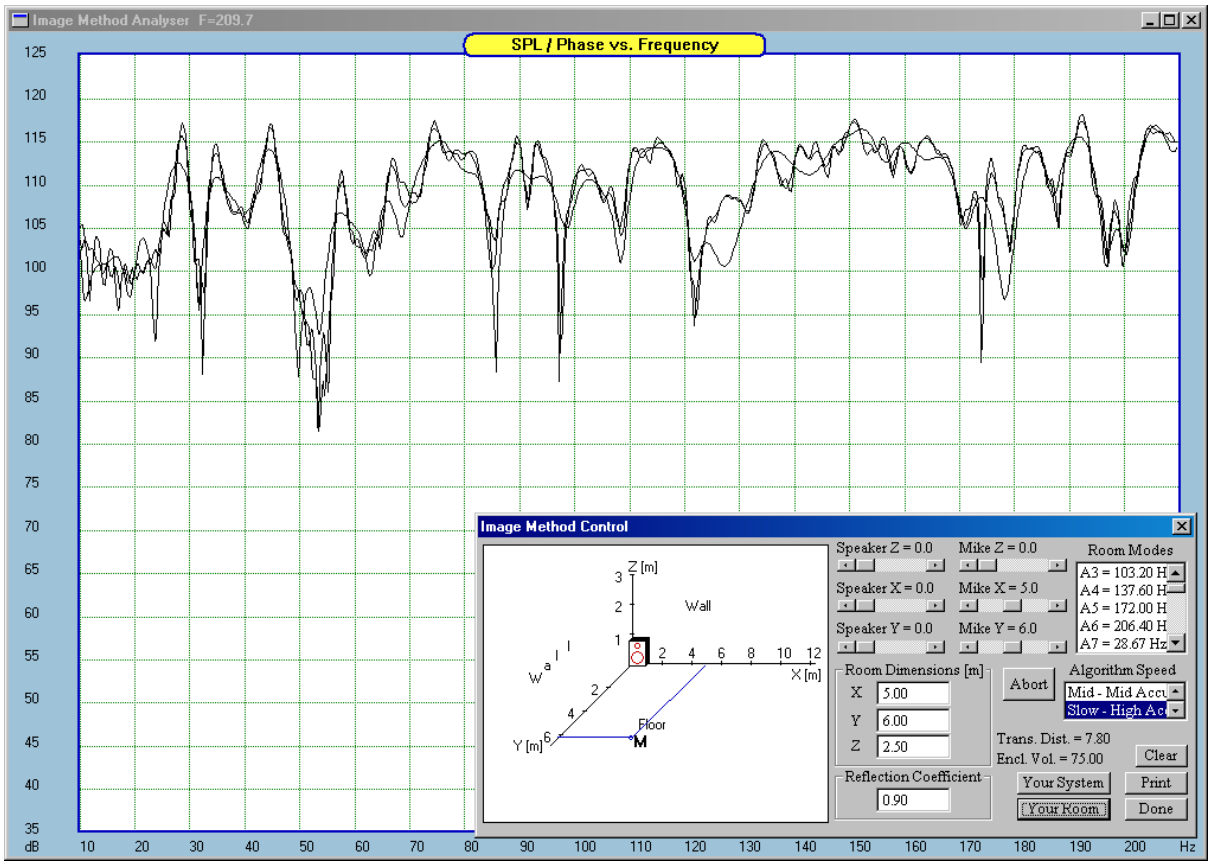
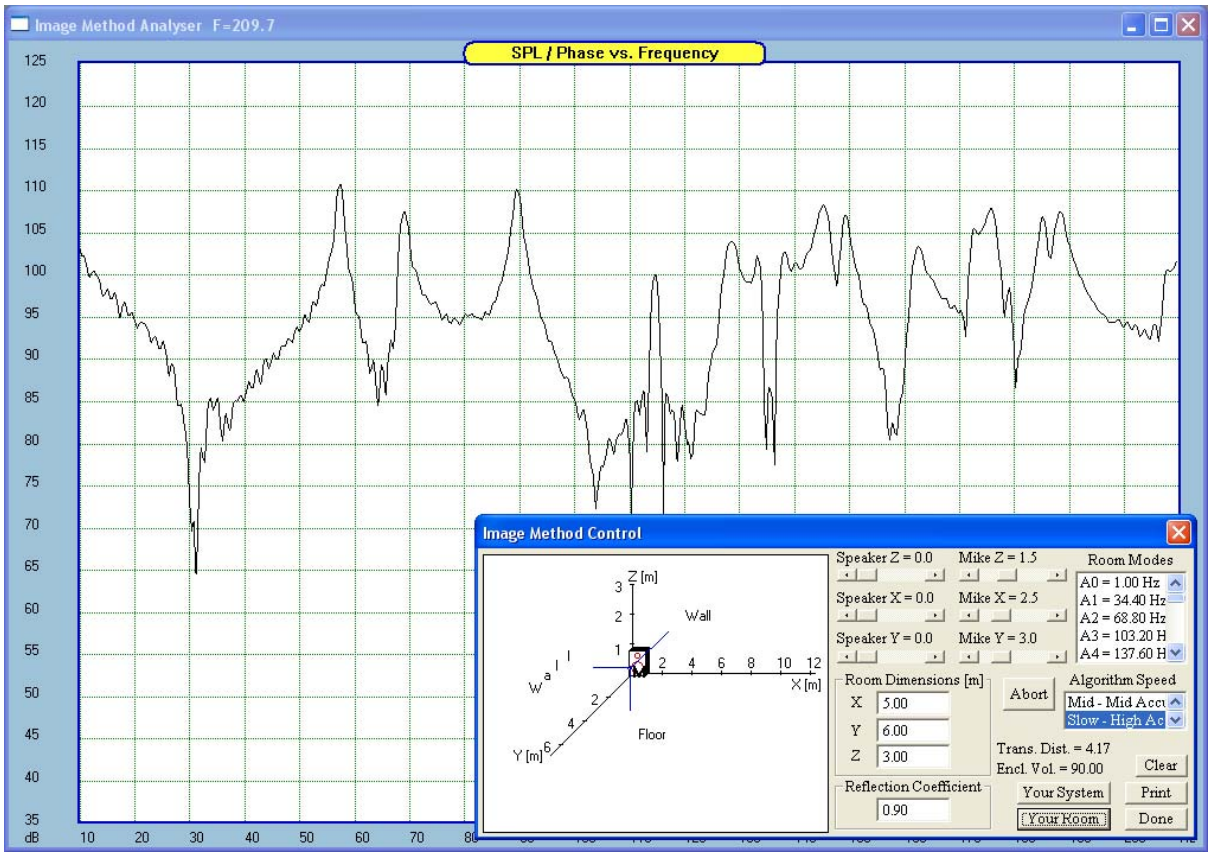

Fig 14.1 Image Method Screen
Fig 14.6 Central location of the microphone
The "**Room Image Method**" - enclosure positioning, function is incorporated under the **"Room/Car Acoustics**" menu and invoked from the main menu of this module (see Fig 14.1).
The first button - "Clear" is used to clear the plotting area. The next seven buttons provide plots for the indicated enclosure type. "Your Woofer" button recalls/generates plot for the woofer which has been created as the amplitude response (Transfer Function) with the "Editor" tool and "Your System" curve must have been created by the user as a summed response of the configured system. Box distance from the three boundaries (corner of the room) is selected using three scroll bars, one for each direction: X, Y and Z. Every time one of these bars is activated, the corresponding position of the enclosure is changed by a small increment. The minimum distance allowed is 5 cm, and the maximum distance allowed is displayed on the graph at the end of each X,Y,Z coordinate. The graphs are labeled automatically. You can display the woofer frequency response in various modes (enclosures) or your system frequency response. Figure14.1 shows an example of enclosure placement and the resulting responses. If a loudspeaker measured in a true free field, with no reflecting surfaces, such as a very good anechoic chamber, or outdoors far away from any large object, including the ground, the sound radiates into a full sphere solid angle, identified as 4π steradians. Placing the loudspeaker on a floor reduces the solid angle by half, and the sound pressure at low frequencies will be increased by approximately 6 dB because sound that would have propagated away will be reflected back. Leaving it on the floor and backing it up against a wall reduces the solid angle by two factors of two, to π steradians and the sound pressure is elevated by about 12 dB. Sliding the loudspeaker into a corner reduces the solid angle into which the sound radiates by a further factor of two, to $\pi/2$ steradians, and the pressure goes up by another 6 dB for a total low-frequency gain of about 18 dB! With respect to amplifier power and stress and strain on the loudspeaker, these acoustic gains are absolutely free, so wise people take advantage of them. An unfortunate side effect is that some irregularity is introduced at upper bass and lower mid frequencies.
Please upload project file "test301.hif" into the program and select "**Room Image Method**" screen from the main menu - see Fig 14.1. The control dialogue box contains 3 scroll bars to position the speaker up to several meters from the corner and correspondingly, 3 scroll bars to move the "microphone" around.
The loudspeaker can be position within X = 5m, Y=4m and Z = 3m distances from the room corner. The microphone can be located within X = 10m, Y = 12m and Z = 4m from the room corner. The horizontal frequency response is of 10-200Hz linear resolution. Room dimensions are editable from the three fields shown on the right-hand side. There is no built-in limit on the room size, but the screen is intended analyze small rooms. The room dimensions can be greater than graphical representation of the set-up shown on the bottom-left hand of the screen, however, the smallest room size is 1m x 1m x 1m. Pressing the "Plots" button invokes a floating menu, from which you can select various enclosures to be examined and also imported woofer and system frequency responses. The "Clear" button clears the plotting area. It is clearly observable, that the SPL frequency response of a loudspeaker placed in a confined space is far from being flat. The fluctuations in level are most pronounced at low end of the audio spectrum, where the modes are few and separate. The frequency response of loudspeaker will be further influenced by the actual location of the loudspeaker and the listener. The so called "corner location" allows the loudspeaker to excite all room modes - see Fig 14.1. On the other hand, locating the listener in the exact center of the room, further distorts the frequency response - see Fig 14.6.
Frequency independent, average room Reflection Coefficient (RC) can be entered in the corresponding data field on the bottom-right hand section of the screen. Please note, that entering the RC=0.01 (negligible reflection) corresponds to testing your design in the anechoic chamber. Indeed, when you use this low RC, the corresponding frequency response plot should look exactly as the one representing anechoic chamber. The RC=0.90 will produce highly distorted frequency response by contribution of the undamped room modes - see Fig 14.1.